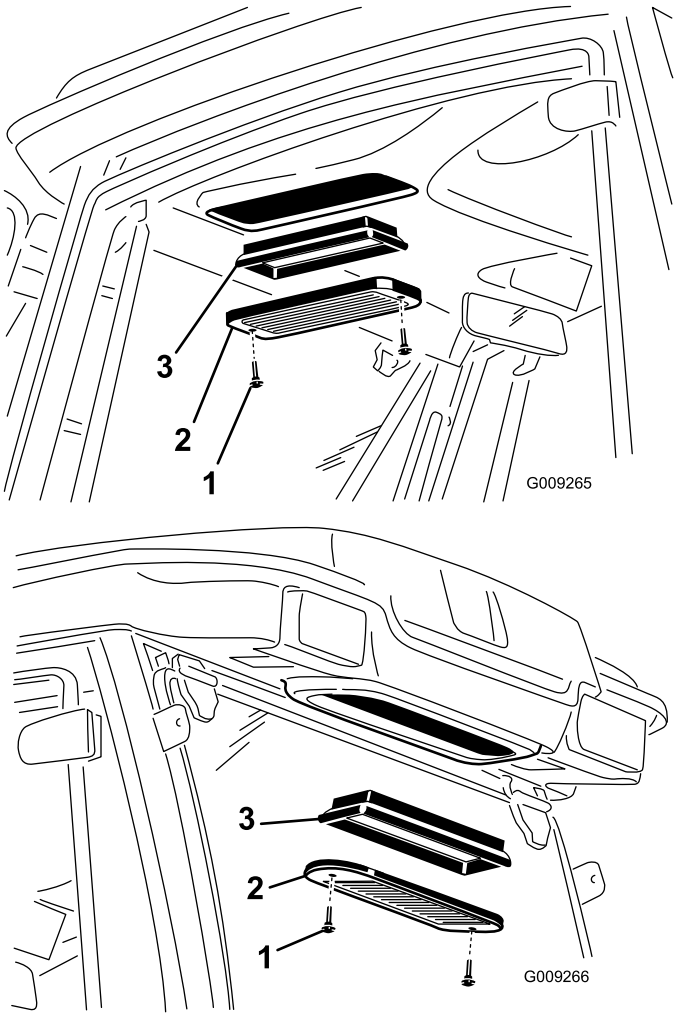

Figur 86
1. Ta bort de vingskruvar och galler som sitter över luftfiltren i hytten och bakom hytten (Figur 86).